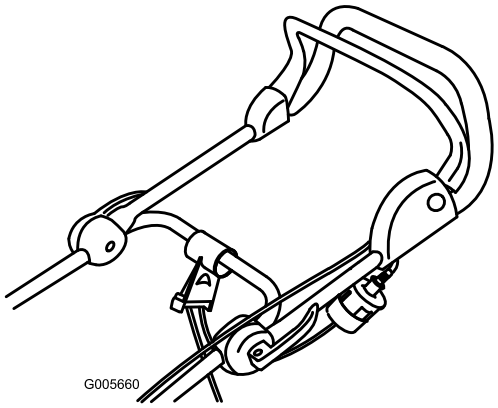

Рисунок 13
2. Подсоедините удлинительный шнур к газонокосилке (Рисунок 13).